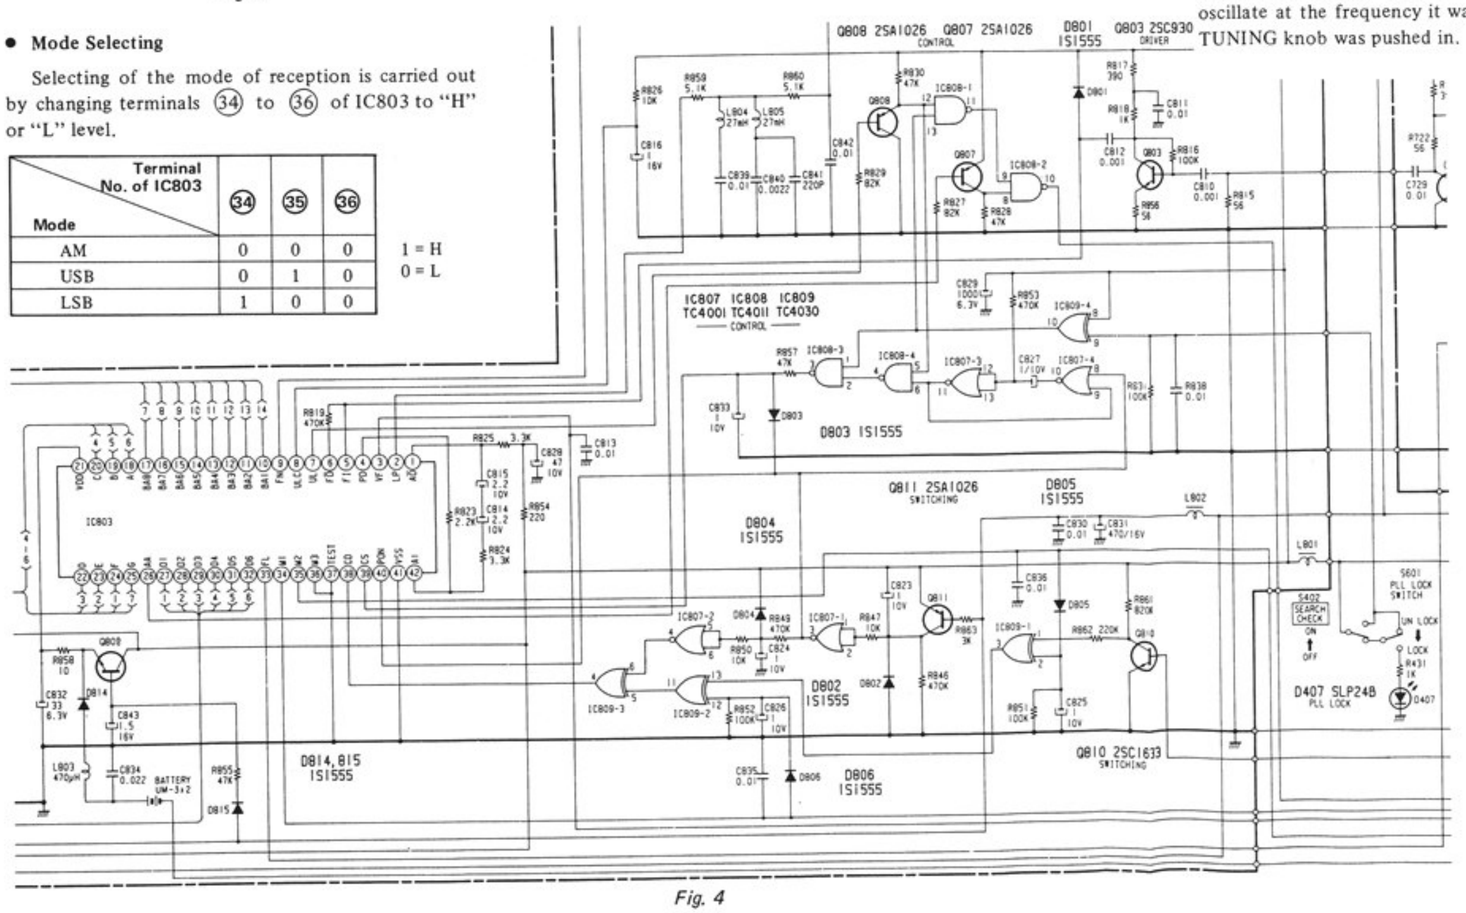

Fig. 4
• **Digital Display Circuit (See Fig. 4.)**
Figure 4 shows the schematic diagram of this section.
IC809-4 in Fig. 4 is an exclusive OR type IC. It is an IC that produces "L" level outputs when the inputs are the same.
When S402 in Fig. 4 is set to the "ON" position, terminal (9) of IC809-4 rises to "H" level. This is the same condition as when the TUNING knob is pulled, and so terminal (39) of IC803 rises to "H" level.